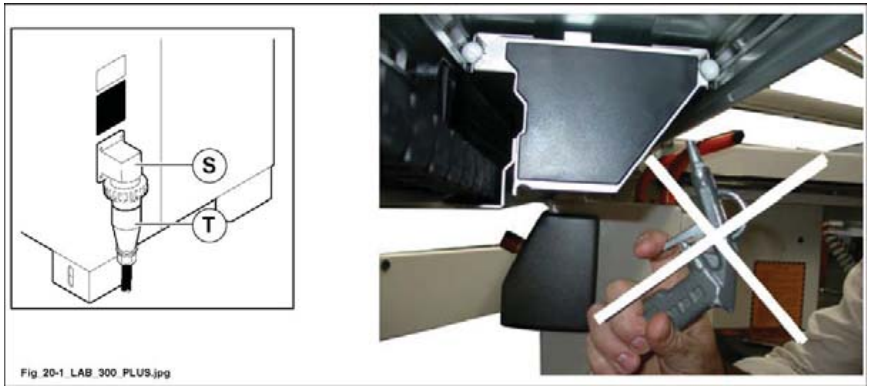

Abb. 20.1
bevor man die Maschne einstellt, muß man den Hauptschalter auf O stellen und den Stecker (S Abb. 20.1) von der Steckdose (T Abb. 20.1) abstecken.
KEIN DRUCKLUFT VERWENDEN; durch Abblasen mit starken Luftstrahl (Abb. 20.1) können die Späne sowie Staub in die beweglichen Maschinenteile eindringen; so wird die Leistung der Maschine beschädigt.
- die Absaughauben (C Abb. 20.1) reinigen und prüfen, ob Verstopfungen vorliegen.